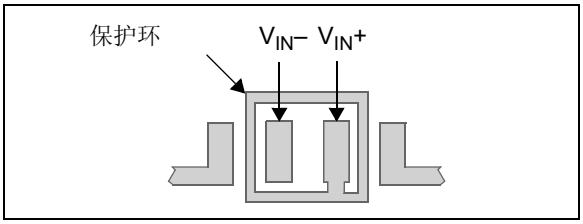

图 4-4：　　保护环布线示例
为减小电路板表面泄漏电流，最简单的方法是在敏感的引脚（或走线）外围设置保护环。保护环的偏置电压与敏感引脚的偏置电压相同。图 4-4 所示为这种布局的一个示例。
1. 对于反相增益放大器（图 4-4）和跨阻抗增益放大器（将电流转换为电压的放大器，如光电检测器）：